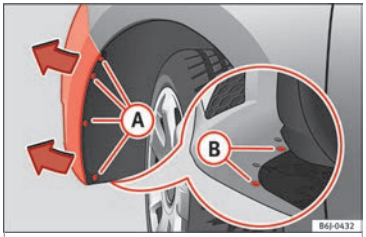

Fig. 103 Fog light: access to the connector and to the light bulb holder.
– Remove the 4 bolts Ⓐ ››› **Fig. 103** from the inside of the wheel housing and the 2 bottom bolts Ⓑ ››› **Fig. 103** from the bumper with a screwdriver.